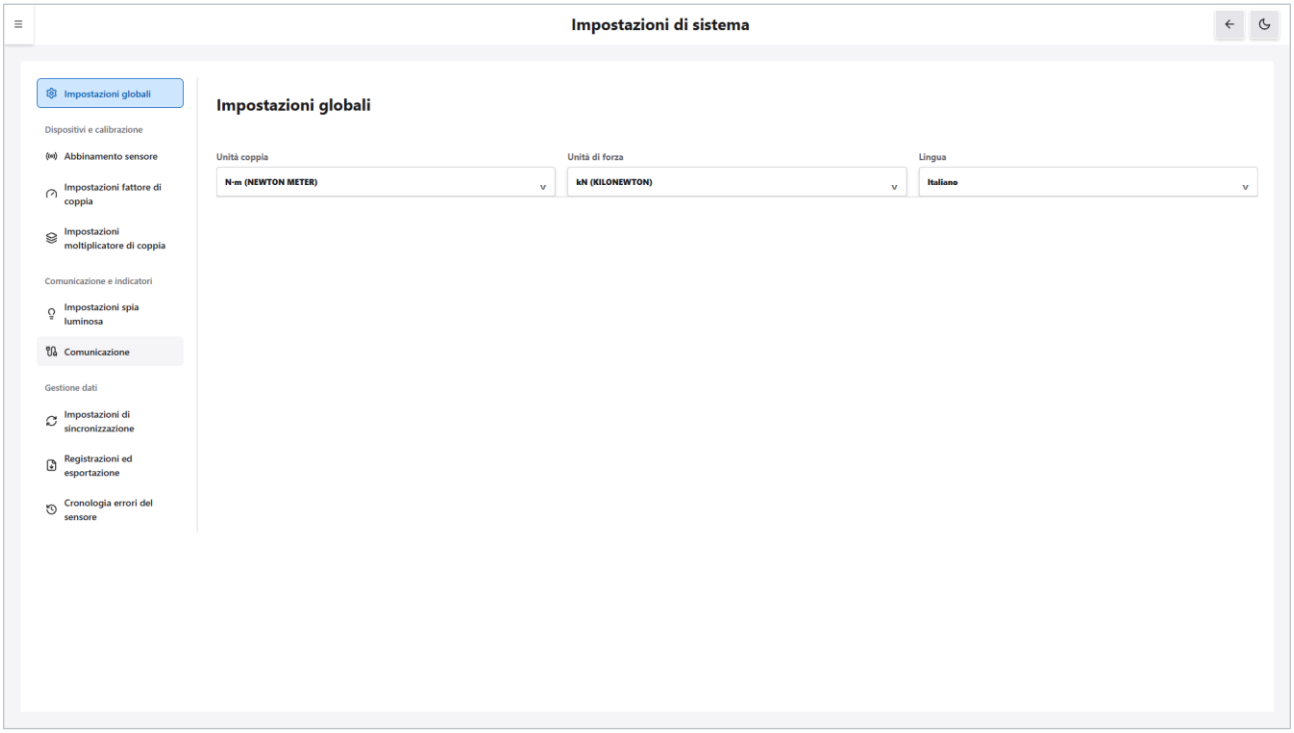

Figura 12-1 Impostazioni di sistema: sottopagina Impostazioni globali
1. Fare clic su «Attiva/disattiva il menu di navigazione» in alto a sinistra per aprire il menu di navigazione e fare clic su «Impostazioni di sistema». Compare la schermata della Figura 12-1, con «Impostazioni globali» selezionata a sinistra.
Per la schermata vedere la Figura 12-1.
1. Menu di navigazione → «Impostazioni di sistema»; verificare che a sinistra sia selezionata «Impostazioni globali» (Figura 12-1).